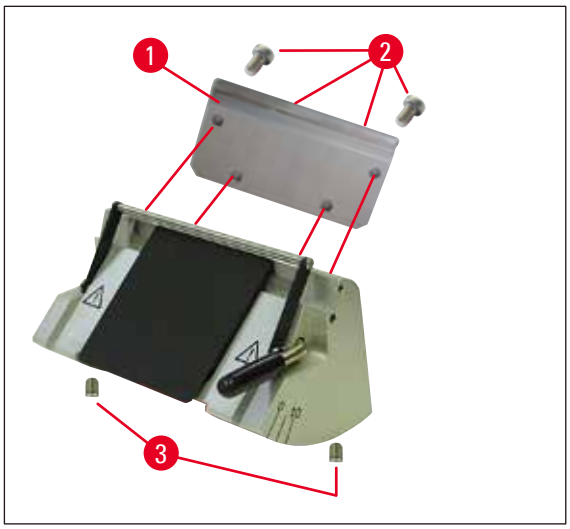
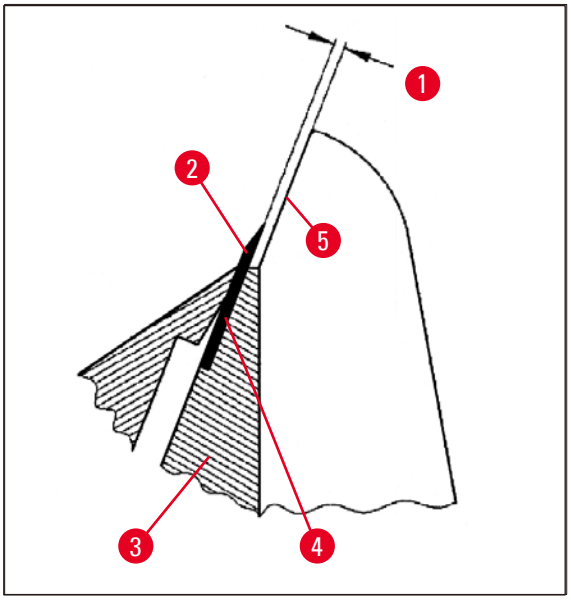

**Abb. 34**
**Abb. 35**
- Beim Einbau darauf achten, dass die Oberkante der Andruckplatte (→ Abb. 40-4) parallel und auf gleicher Höhe mit der Oberkante der hinteren Andruckplatte (→ Abb. 40-2) ist (siehe (→ S. 45 – Abb. 34), (→ S. 46 – Abb. 35)). Wenn erforderlich, Andruckplatten justieren (→ S. 48 – 5.9.10 Übersicht – Zubehör).